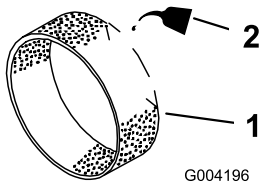

**Figur 45**
3. Legg 30 eller 60 ml olje på forfilteret (Figur 45).